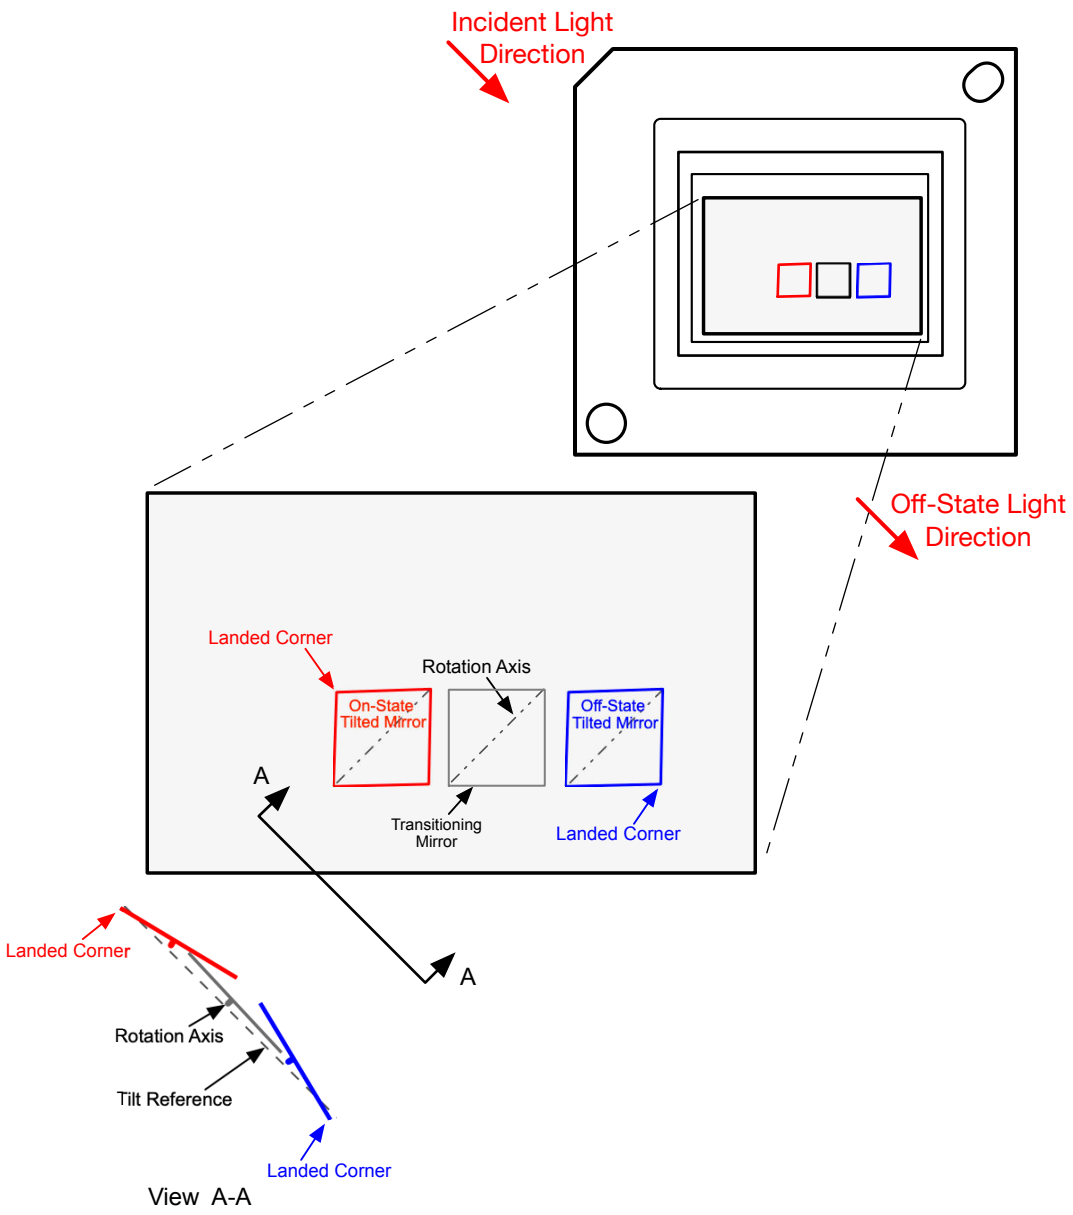

図 5-11. マイクロミラーの着地方向と傾き
(2) マイクロミラー アレイとパッケージのデータム間には、さらに大きな変動があります。
(3) 同じデバイス上または異なるデバイス上に配置された任意の 2 つの個別マイクロミラー間で発生する可能性のある変動を表しています。
(4) 一部のアプリケーションでは、システム全体の光学設計においてマイクロミラーの傾斜角の変動を考慮することが重要です。一部のシステム光学設計では、デバイス内のマイクロミラーの傾斜角が変動すると、マイクロミラー アレイから反射された光磁界では不均一性が認識される場合があります。一部のシステム光学設計では、デバイス間でマイクロミラーの傾斜角が変動すると、色測定のバラツキ、システム効率のバラツキ、またはシステム コントラストのバラツキが生じる場合があります。
(5) 図 5-11 を参照してください。
(6) マイクロミラーがある着地状態から反対側の着地状態に公称遷移するために必要な時間。
(7) マイクロミラーの連続する遷移間の最小時間。
(8) 受け入れ条件: すべての DMD 画像性能リターンは、以下の投影画像試験条件を用いて評価されます: